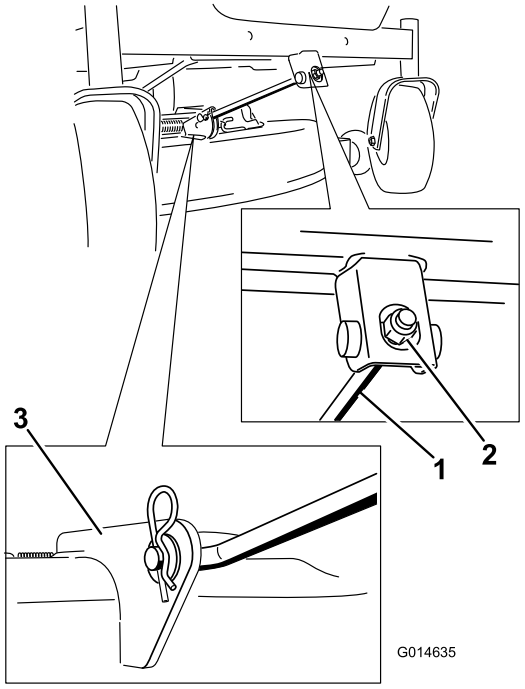

Figur 58
4. Fjern hårnålsplinten fra fremre støttestag og fjern staget fra braketten på klippeenheten (Figur 58). Senk den fremre delen av klippeenheten forsiktig til bakken.
6. Fest fremre støttestang til klippeenheten med splittpinnen og hårnålssplinten (Figur 58).